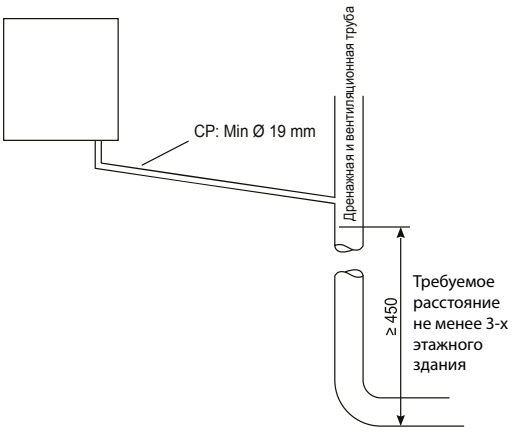

Рисунок 24 Подсоединение дренажной трубы для конденсата к внутренней дренажной и вентиляционной трубе
- Ослабьте винт прокладки фланца (11), показанный на рис. 24, и снимите его с кронштейна (1)
- Установите неогеновую уплотнительную прокладку (10) под фланец и зафиксируйте 4 винтами (11).
- Вставьте колено дымохода (90°) (1); нажмите и затяните винт (11), чтобы зафиксировать колена дымохода
- Установите фланцы наружной и внутренней стенок (6-7) на клеммную колодку (5)
- Важно, чтобы дымовая труба имела горизонтальный уклон не менее 1,5 градусов (25 мм на метр в сторону комбинированного котла). **Поскольку внутренняя труба (8) стандартного комплекта горизонтального дымохода автоматически наклонена в сторону котла, то в установках, выполненных только с помощью комплекта горизонтального дымохода, наклон не требуется!**